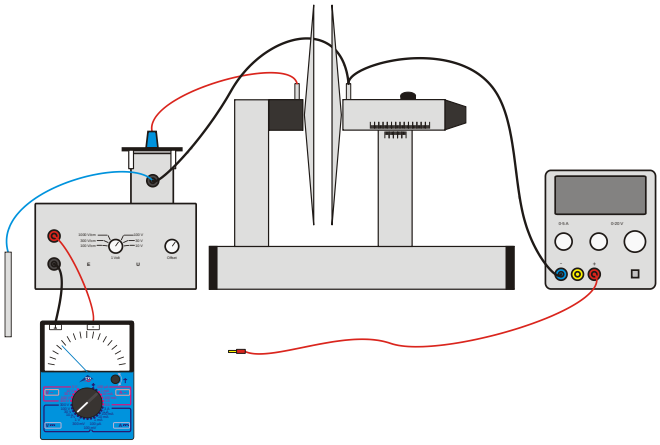

Fig. 2: Experimenteller Aufbau.
- Experiment wie in Fig. 2 gezeigt aufbauen.